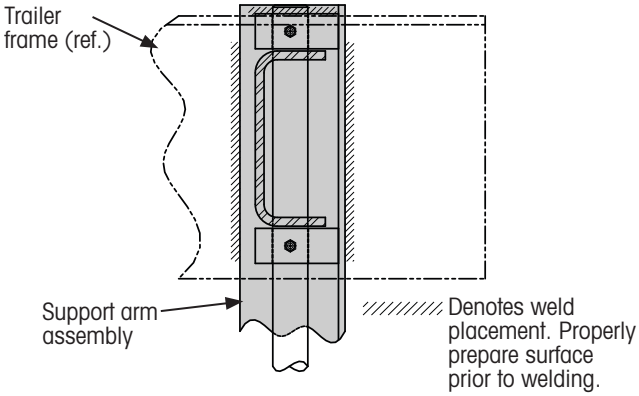

Figure 57: Kit SLKU welds (bottom view)
9. **Remove** temporary clamps and finish welding the SLKU assembly (Figure 57) according to specifications listed in the installation drawing[1]. Adhere to the same welding parameters as presented on APPENDIX A: WELDING DETAILS on page 44.